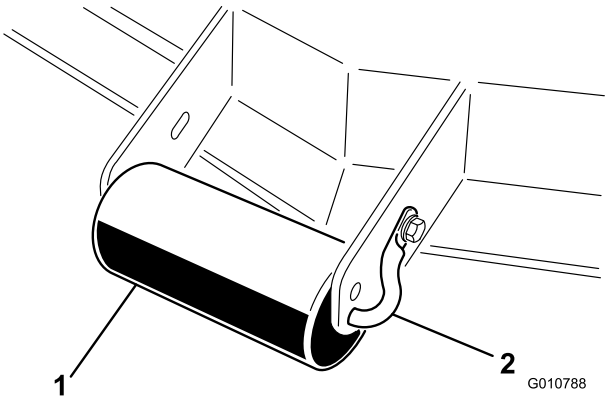

**Figure 10**
1. Enlevez la vis et l'écrou qui fixent l'axe de galet au support du plateau de coupe (Figure 10).